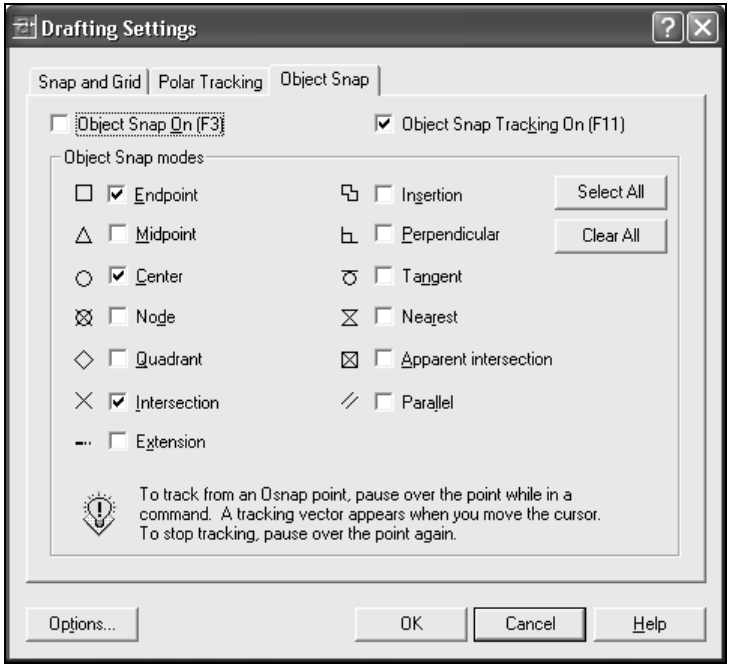

Рис. 2.22. Вкладка **Object Snap** диалогового окна **Drafting Settings**
1. Выбрать пункт **Tools** (Сервис) ⇒ **Drafting Settings** (Режимы рисования). При этом откроется ДО **Drafting Settings** (Режимы рисования) (рис. 2.22).